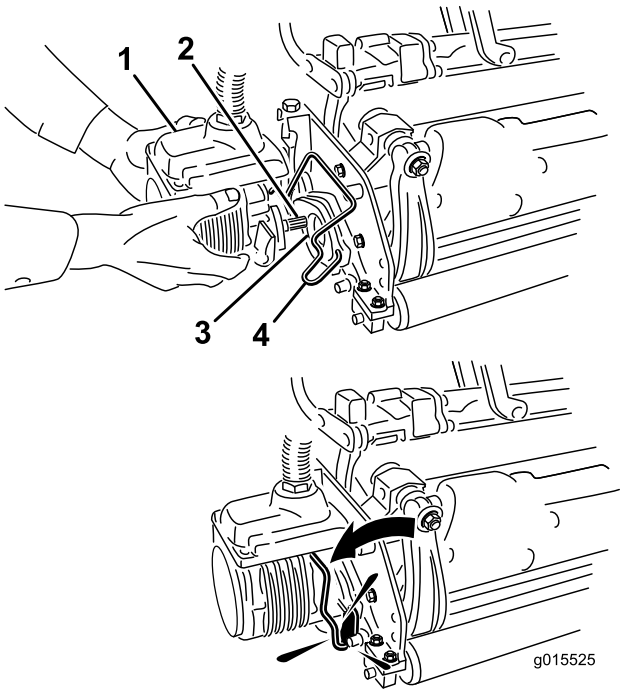

Figur 15
11. Stryk på rent fett på klippenhetsmotorns räfflade axel (Figur 15).
12. För in motorn på vänster sida av klippenheten (sett från förarsätet) och dra motorfäststaget på klippenheten mot motorn tills du hör ett klickljud från båda sidorna av motorn (Figur 15).